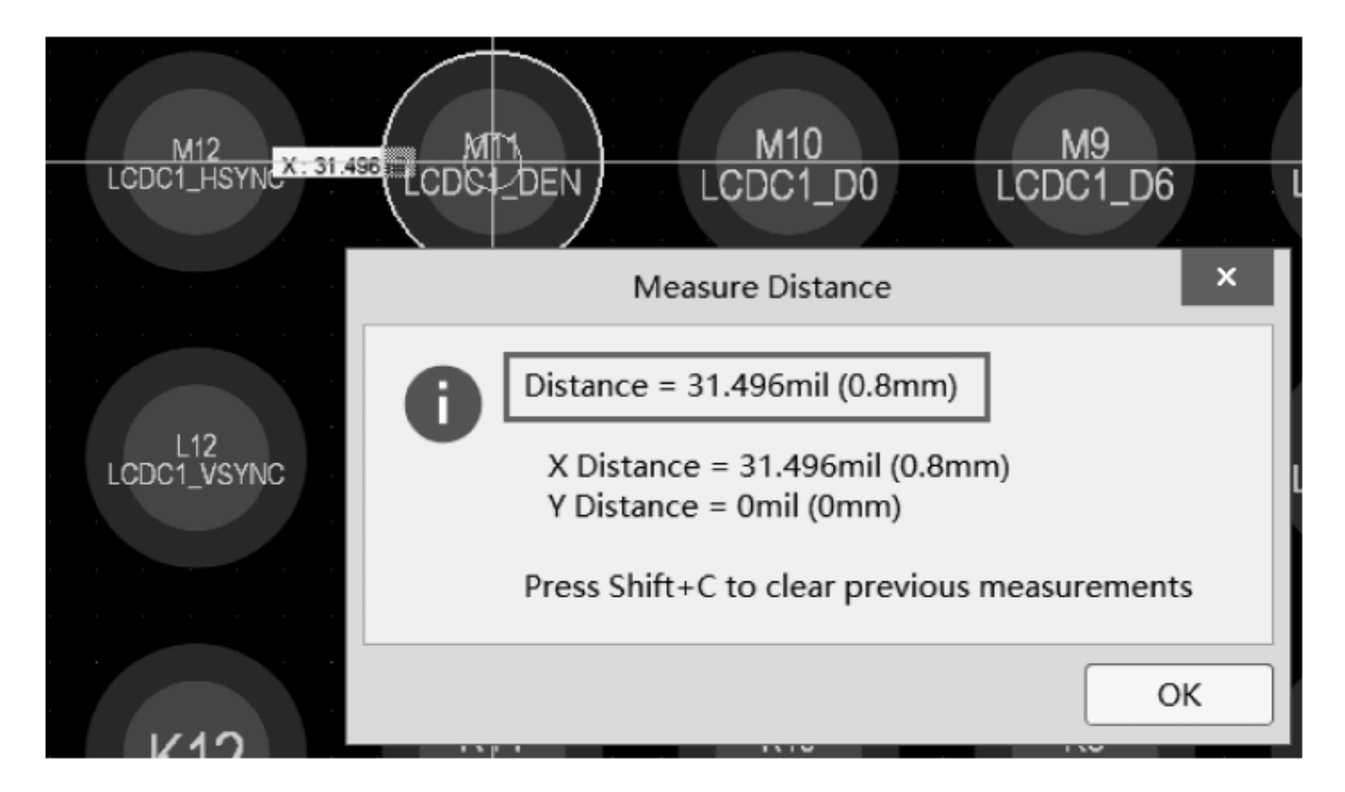

图 1-123 测量 BGA 焊盘管脚中心间距
(1) 按快捷键 Ctrl+M 测量 BGA 焊盘中心间距,以确定扇出所用过孔尺寸,如图 1-123 所示。